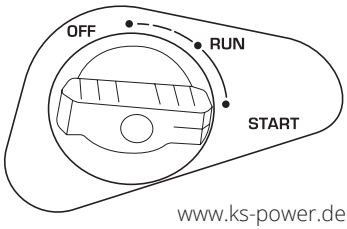

Fig. 8
4. Rotiți butonul de comandă al clapetei de aer în poziția „OFF” (Fig. 8), pentru modelele pe benzină - setați maneta de comutare a tipului combustibil în poziția OFF / închideți supapa de alimentare cu gaz.